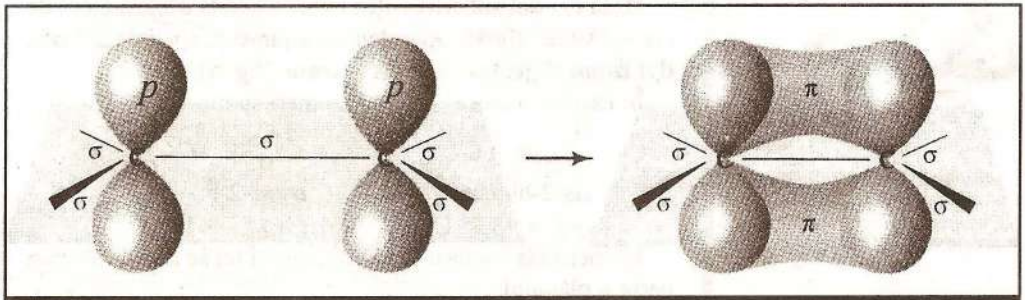

Fig. 1. Structura legăturii duble.
– **o legătură** π, formată prin **întrepătrunderea laterală** a celor doi orbitali *p* proveniţi de la fiecare atom; orbitalul molecular π se află într-un plan perpendicular pe planul legăturilor σ (fig. 1).